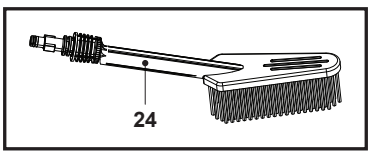

Fig. 15
La brosse de nettoyage (24) élimine efficacement la saleté, la graisse et les débris tenaces et permet d'atteindre facilement les zones difficiles d'accès (Fig. 15), pour des résultats impeccables.